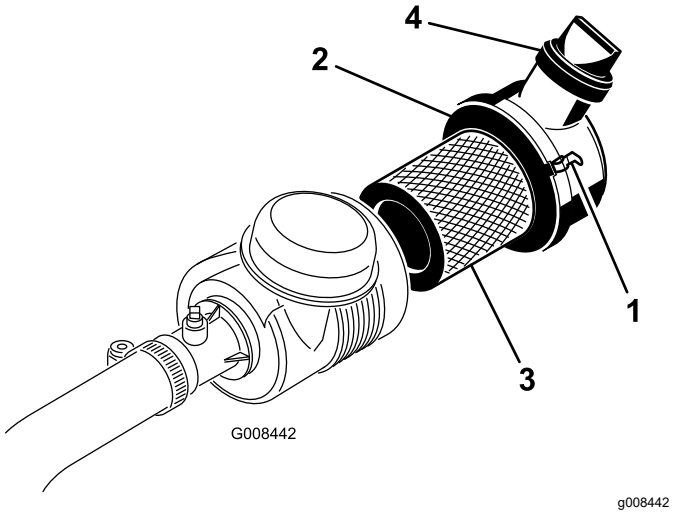

Figuur 30
1. Maak de sluitingen los waarmee het deksel van het luchtfilter is bevestigd aan het luchtfilterhuis (Figuur 30).
7. Zorg dat het deksel met de vergrendelingen vastzit aan de behuizing (Figuur 30).